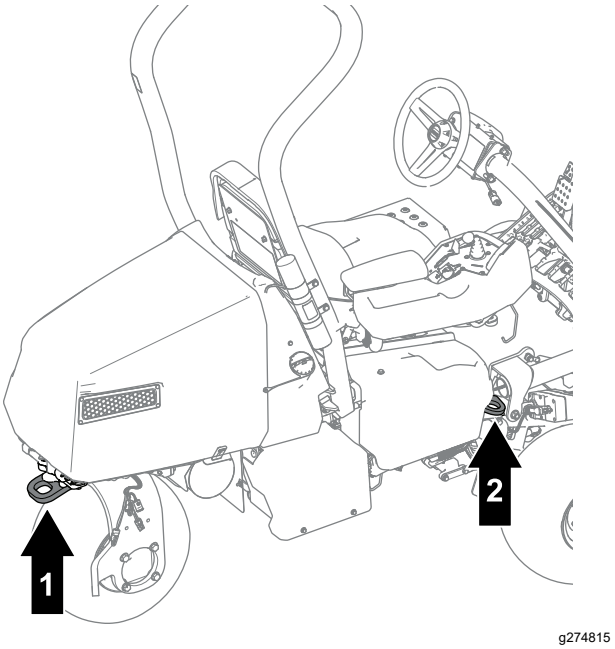

Figuur 37
- Zet de machine goed vast met spanbanden, kettingen, kabels of touwen. Zowel de voorste als de achterste spanband moet naar beneden en naar de buitenkant van de machine lopen (Figuur 37).